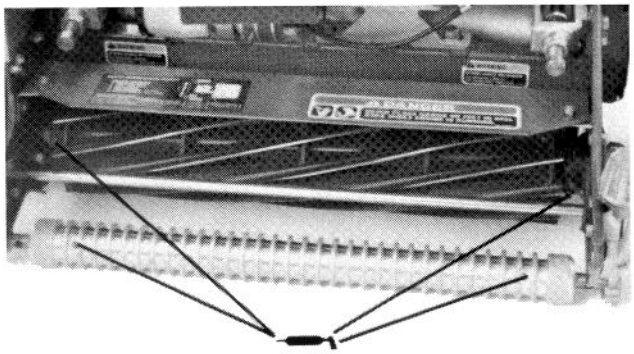
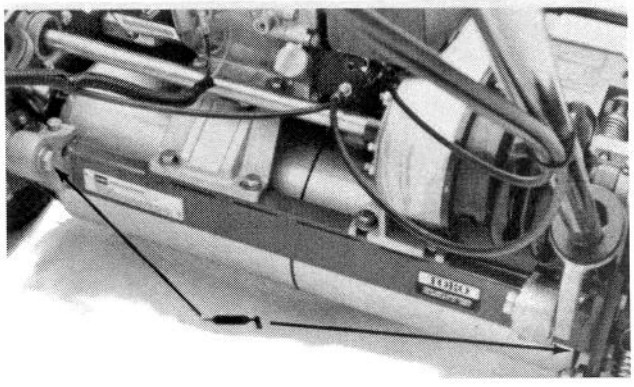
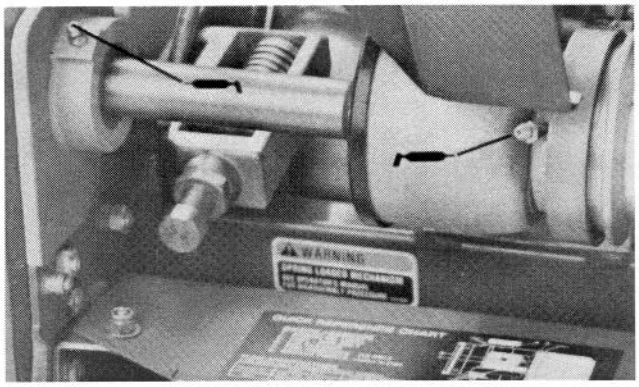
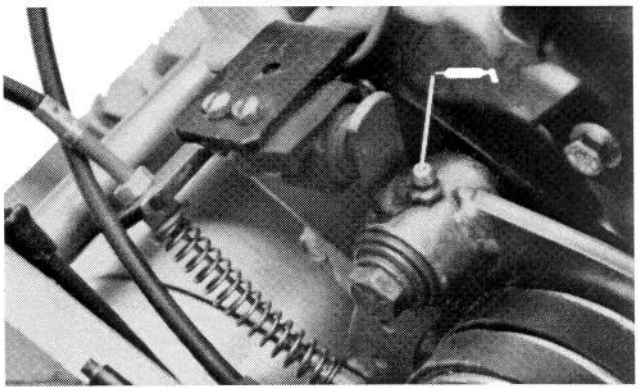

Figure 16
Figure 17
Figure 18
Figure 19
2. The grease fitting locations are: (2) on The front Roller (Fig. 16), (2) on the reel bearings (Fig. 16), (2) on Drum Axles (Fig. 17), (3) on Differential (Fig. 17), (2) on The reel Countershaft Bearings (Fig. 18) and (1) on Belt Idler Pivot (Fig. 19).